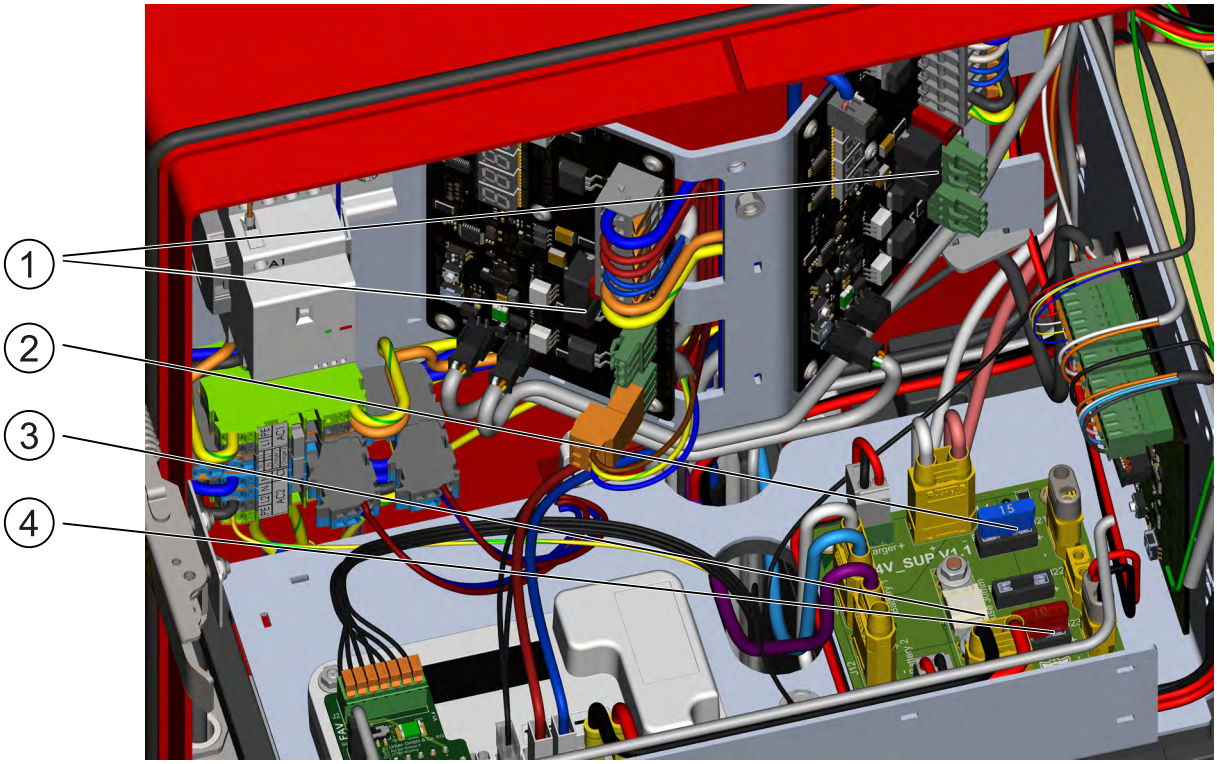

Imagen 30: Visión general de los fusibles
4. Localice el fusible defectuoso (véase Imagen 30 “Visión general de los fusibles”, en la página 85).